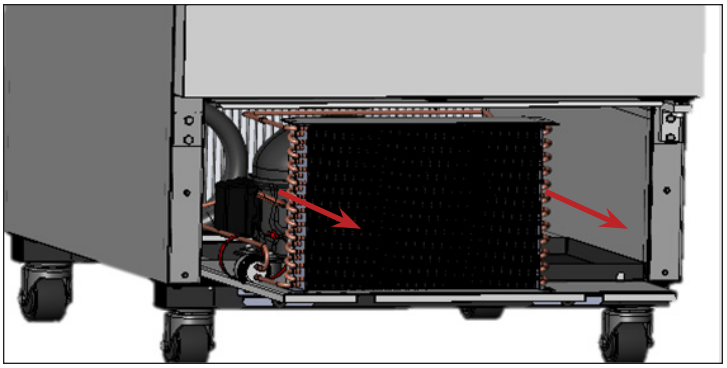

***Fig. 6.*** Carefully slide the condensing unit out.
7. Carefully slide the condensing appliance out (tubing connections are flexible). See fig. 6. Gently blow compressed air or $CO_2$ through the coil until it is clean.